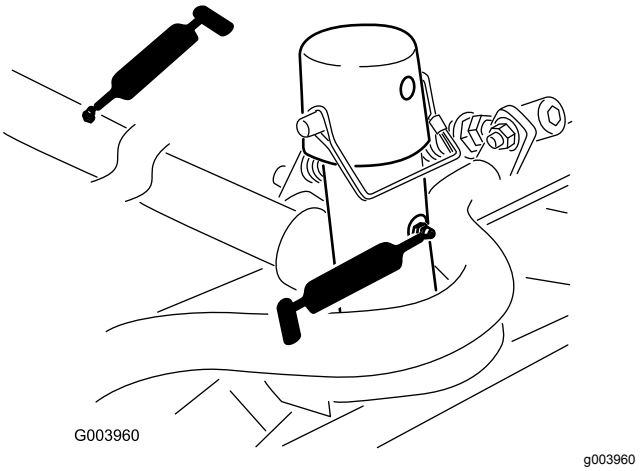

Figur 46
- Klippeenhedernes bæreramme og drejetap (2 hver) (Figur 46)